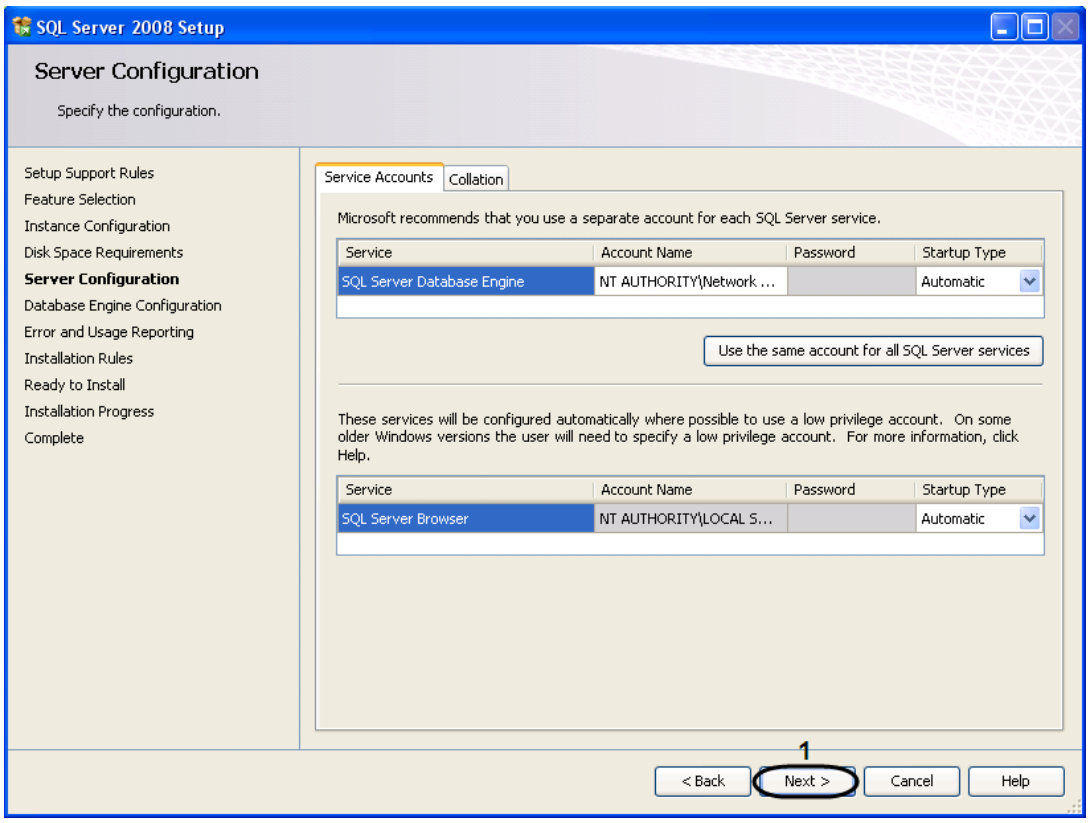

Figure 13.6-13 The "Server Configuration" box
14. The “Server Configuration” box will be displayed, click the “Next >” button to continue (Figure 13.6-13, 1).